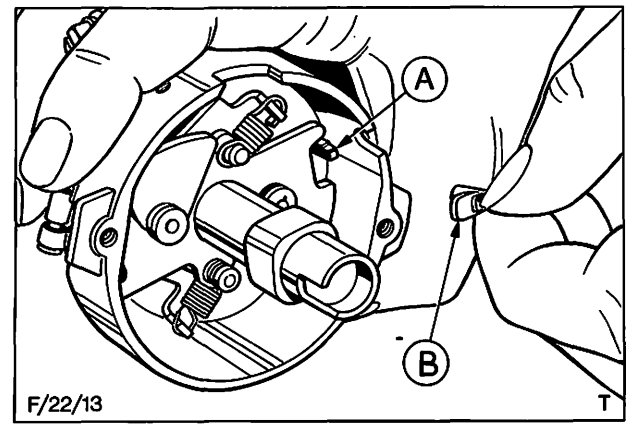

Abb. 55 Lage – Fliehgewichte und Anschlag
14. Fliehgewichte des Verstellers auf ihre Drehzapfen setzen, Abb. 55.
15. Kunststoffanschlag einbauen, Abb. 55.